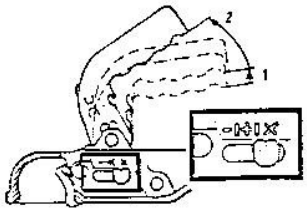

Рис. 1
3. Положение открыто служит к отсоединении или присоединении муфты на шаровую цапфу транспортного средства. Положение арретировано и контрольный индикатор находится в положении "x"(Рис.1).